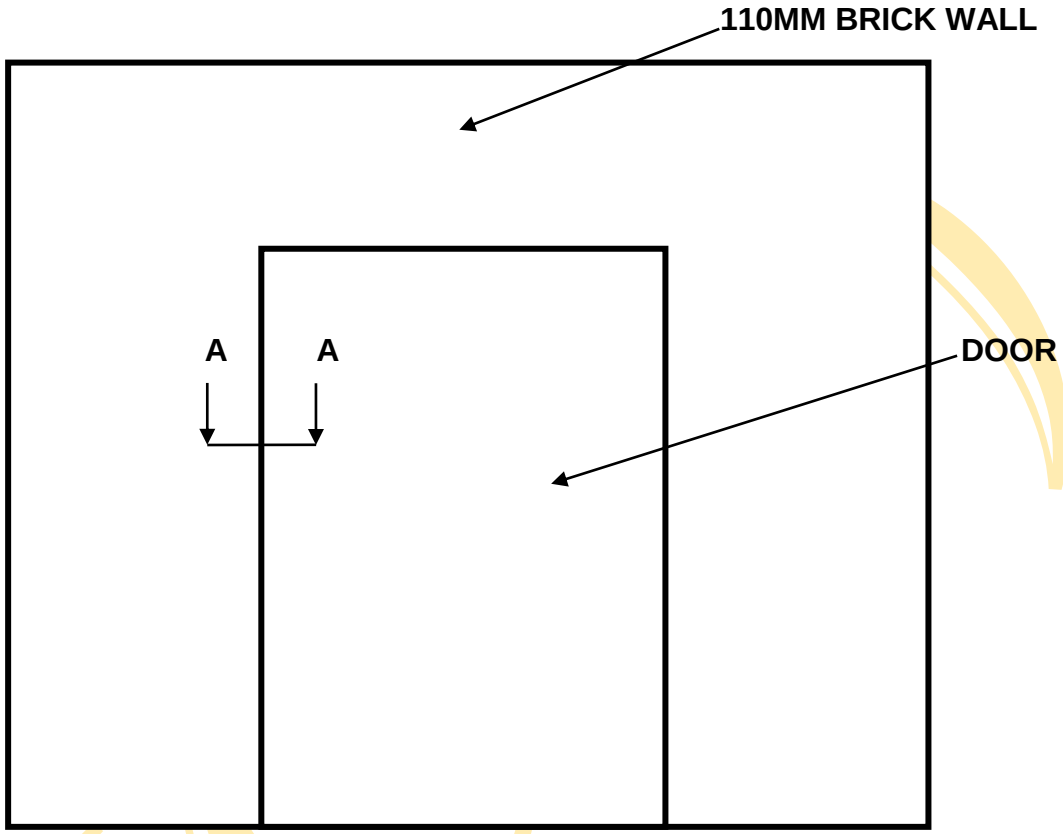

FIGURE 2
2.2 FIGURE 2, DIAGRAM SHEET 2 shows an elevation view of part of a wall and a door.